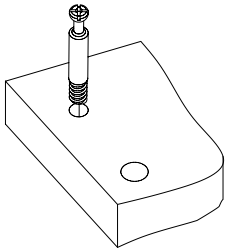
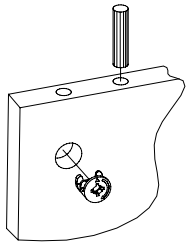

Рис.3
Рис.4
2. Вкрутите шпильки минификсов в детали 8, 9 (Рис. 3). Затем вставьте головки минификсов и шканты в детали 1, 2, 3, 4, 5 (Рис. 4).